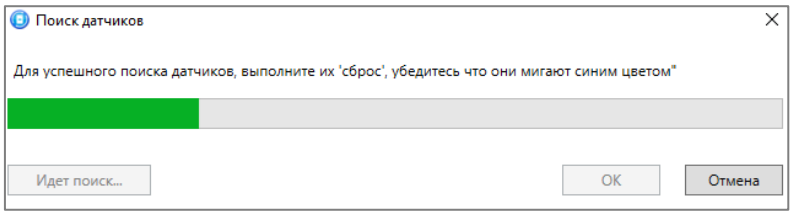

Рисунок 4.34 — Поиск радиоустройства
- После нажатия кнопки *ОК* начнется поиск радиоустройства контроллером (см. рисунок 4.34). Для того чтобы устройство было найдено контроллером, его следует перевести в режим связывания (выполнить «сброс»).